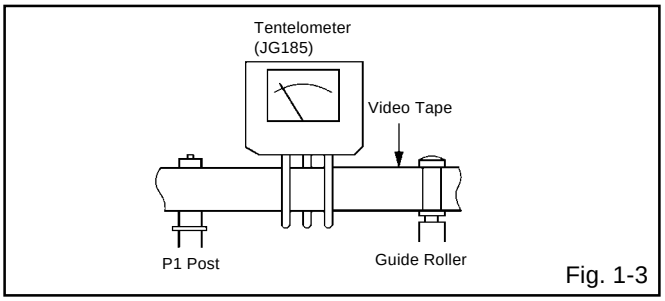

Fig. 1-3
2. Install the tentelometer (JG185) as shown in **Fig. 1-3**. Confirm that the meter indicates 20 ± 2gf in the beginning of playback.